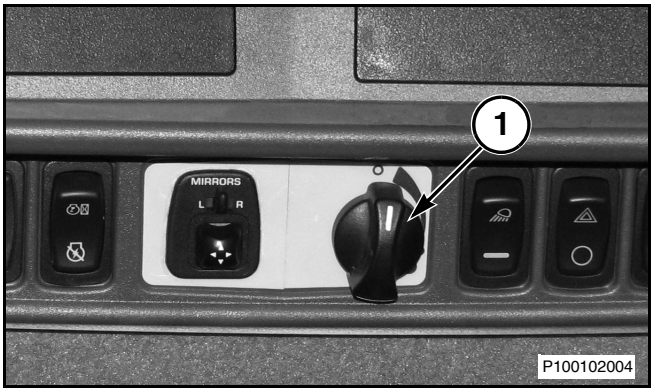

Рис. 36
Рис. 36: Чтобы включить стеклоочиститель, проверните ручку управления в крайнее положение по часовой стрелке (1). Проверните ручку управления против часовой стрелки, чтобы выключить стеклоочиститель.